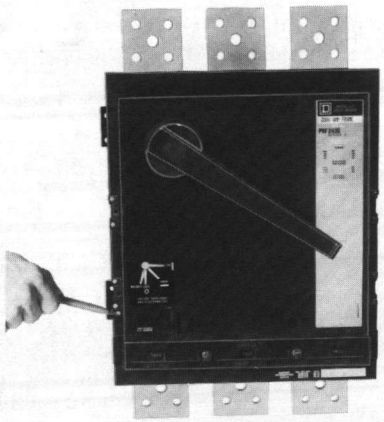

Figure 17
b. Trip the circuit breaker by pushing the yellow "push-to-trip" button located on the face of the circuit breaker (Figure 17). This allows testing of alarm switches if built into the circuit breaker or electrical interlocks between two circuit breakers as well as exercising the trip mechanism to assure proper operation.